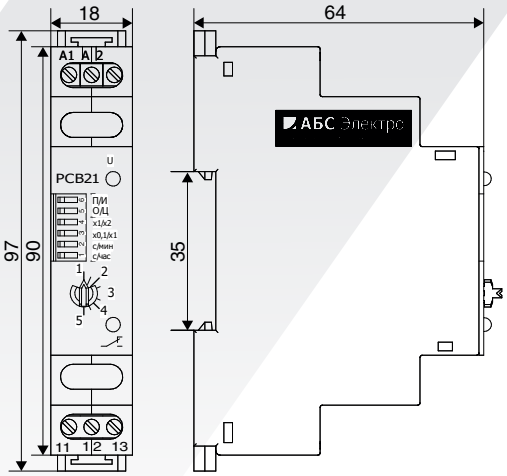

Рисунок 1. Реле с креплением на DIN-рейку
- на DIN-рейку 35 мм (**рисунок 1**);